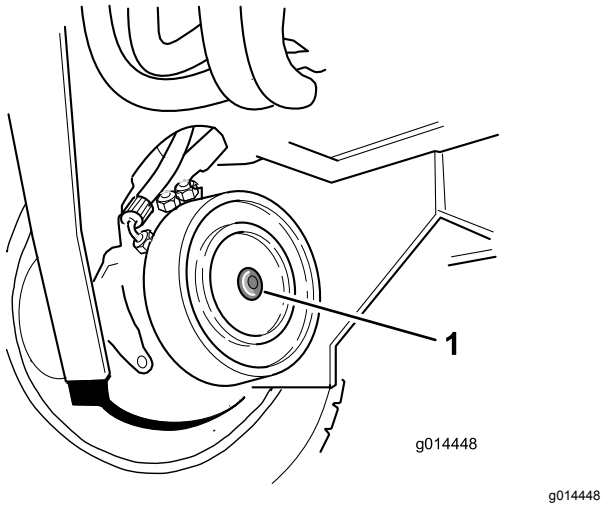

**Figuur 44**
2. Ga naar de schijfrem van het rechter voorwiel en verwijder de zeskantige plug (Figuur 44).